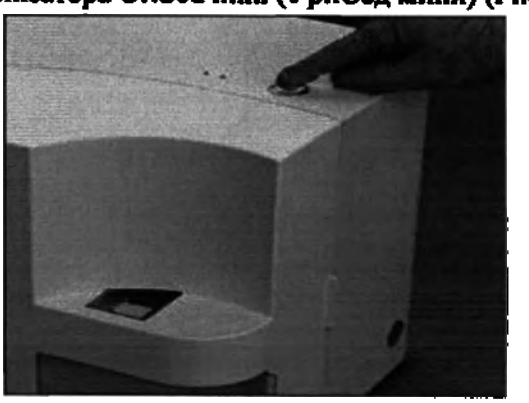

Рисунок 21. Кнопка Start на верхней части анализатора UriSed mini (УриСед мини)
1. Переместите кювету из контейнера в положение заполнения образцом, нажав кнопку Start на верхней части анализатора UriSed mini (УриСед мини) (Рисунок 21).